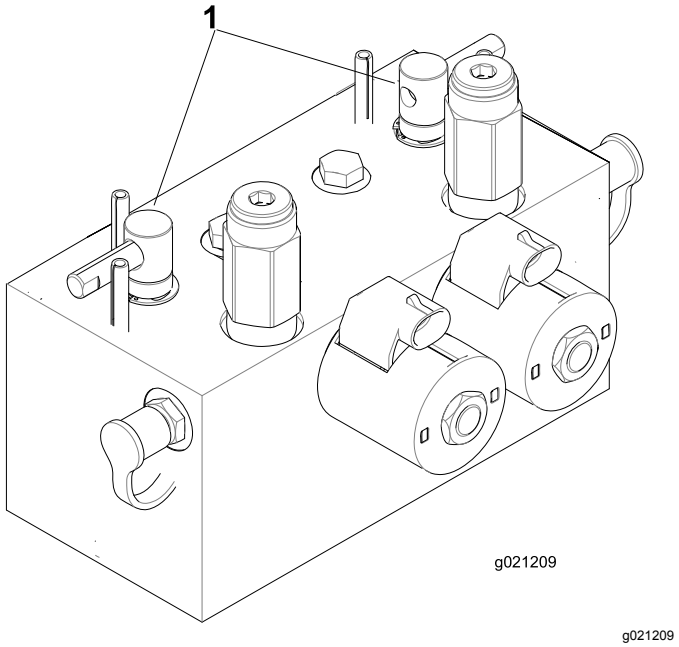

Figure 76
2. Déverrouillez le capot et soulevez-le pour exposer les leviers de rodage (Figure 76).
5. Sélectionnez les leviers de rodage avant, arrière ou les deux pour déterminer les plateaux qui doivent être rodés (Figure 76).